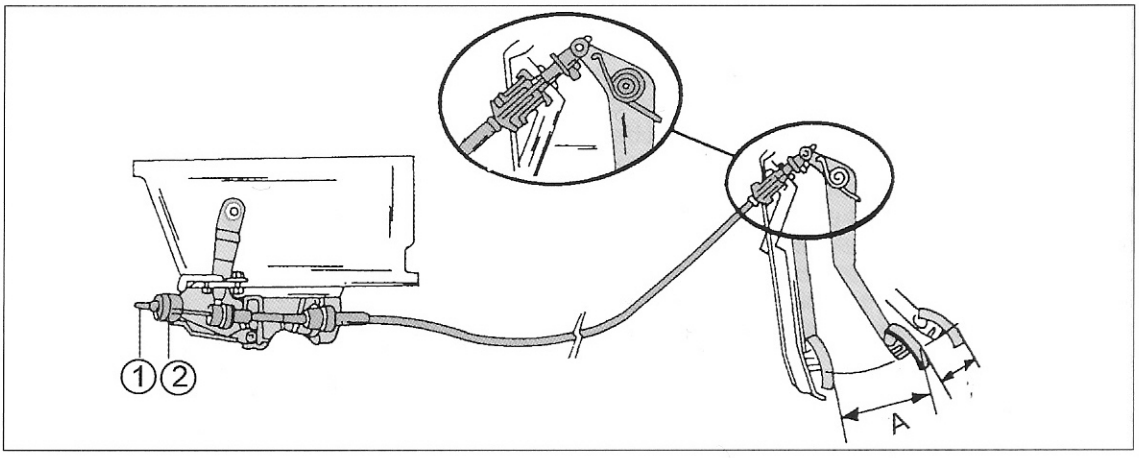
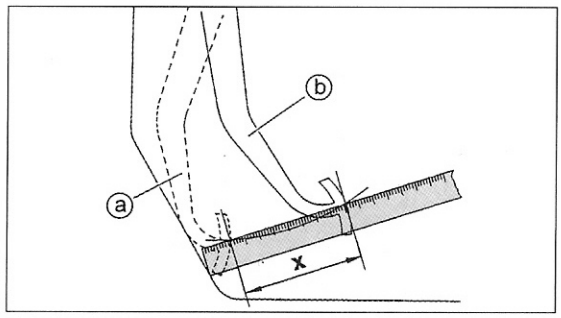

Bild 193
Bild 199
Bilder 186 und 187 zeigen die Befestigung des Kupplungsseil am Ausrückhebel des Getriebes. Auf der anderen Seite wird das Seil bei allen Ausführungen am Kupplungspedal befestigt. Wie der gesamte Mechanismus verlegt ist, kann man Bild 193 entnehmen. Bei der Erneuerung des Kupplungsseils folgendermaßen vorgehen:
- Das Pedal vollkommen auf den Boden durchtreten und ein Messlineal in der in Bild 199 gezeigten Weise anlegen. Das Pedal jetzt zurücklassen und das Maß „X" im Bild an der gezeigten Stelle ausmessen. Dies ist Maß „A" in Bild 193. Der Pedalweg sollte 150 mm, mit einer Toleranz von plus oder minus 5 mm betragen, darf aber nie weniger als 145 mm sein. Falls man kein Messlineal jedoch ein Rollmaß zur Verfügung hat, kann man das Maß zwischen der Lenkradfelge und dem getretenen oder freien Pedal ausmessen. Der Unterschied zwischen den beiden Messungen ist das Maß „X" in Bild 199.